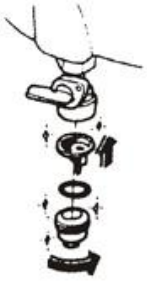

Рис. 45
7.3.3 Встановіть ковпачок паливного фільтра та сітчастий фільтр в первісну позицію (Рис. 45)